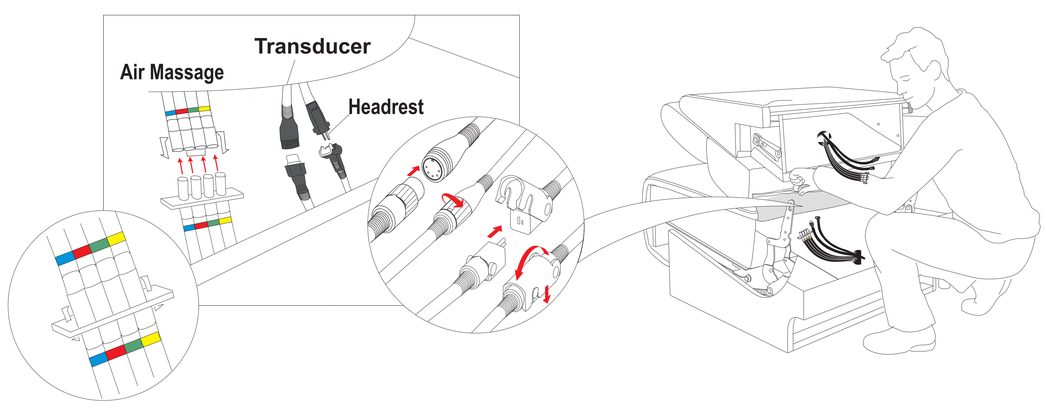

Figure 4
Connect the Transducer and Headrest Cables and the Air Massage tubes between the Back (A) and the Seat (B). (See Figure 4.)